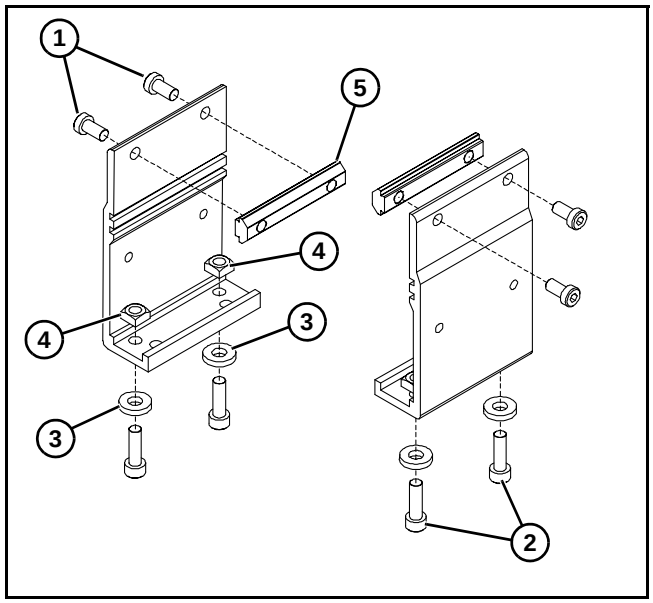
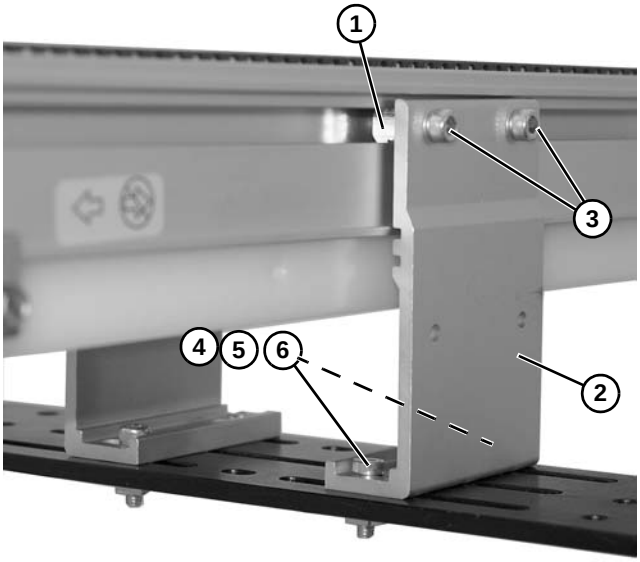

Abbildung 10
Abbildung 11
1. Halterung finden. Explosionsdarstellung ist in Abbildung 10 gezeigt.
2. Schrauben **(Abbildung 10, Teil 1 & 2)**, Unterlegscheiben **(Abbildung 10, Teil 3)**, Muttern **(Abbildung 10, Teil 4)** und T-Schienen **(Abbildung 10, Teil 5)** von Halterungen abbauen.
3. T-Schienen **(Abbildung 10, Teil 5)** in die Seitenschlitze am Förderband einsetzen **(Abbildung 11, Teil 1)**. Halterungen **(Abbildung 11, Teil 2)** mit Befestigungsschrauben am Förderband befestigen **(Abbildung 11, Teil 3)**.
4. Halterungen an Stützfuß mit Befestigungsschrauben **(Abbildung 11, Teil 4)**, Unterlegscheiben **(Abbildung 11, Teil 5)** und Muttern **(Abbildung 11, Teil 6)** befestigen.
5. Schrauben **(Abbildung 11, Teil 3 & 4)** auf 7 Nm festziehen.